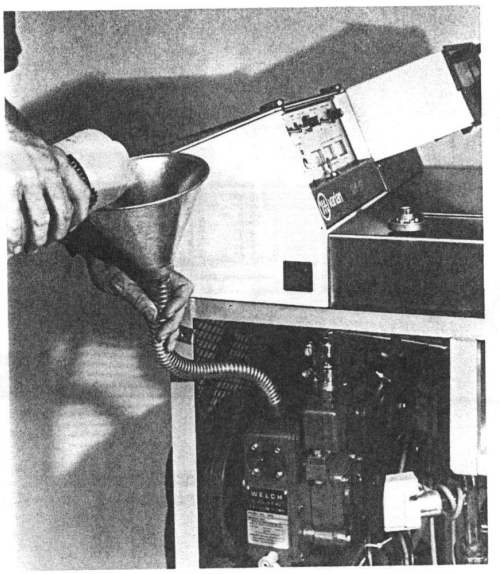

Figure 6-5.
11. Refill with proper change of fresh Duo-Seal (0.6 quart). (See Figure 6-5). Fill so that oil level is between the two lines on the sight glass when pump is operating.